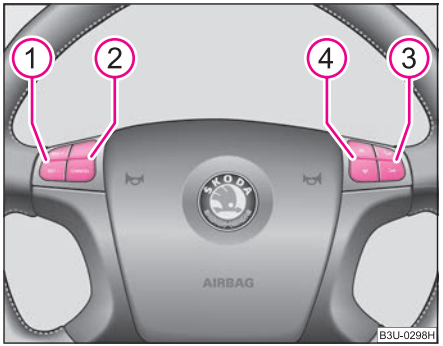

Fig. 127 Multifunction steering wheel: control buttons
The buttons 1, 2, 3 and 4 ⇒ fig. 127 make it possible to operate the main functions of the cruise control system, of the radio and mobile phone. Refer to the more detailed information in the relevant operating instructions.
The cruise control system is operated with the buttons 1 and 2, but on version which is also fitted with mobile phone only by button 1 ⇒ fig. 127.
– After the car has reached the desired speed, briefly press the button 1 ⇒ fig. 127 in the position **SET-**. The car maintains the stored speed without you having to depress the accelerator pedal.
– You can **reduce** the stored speed by pressing the button 1 ⇒ fig. 127 in the position **SET-**. If you press and hold the button, the speed of the car is reduced continuously. Once the car has reached the desired speed, release the button. The set speed is then stored in the memory. ▶
– If you release the button when the car is travelling at a speed of less than 30 km/h, the speed is not stored, the memory is erased. It is then necessary to again store the speed with the button (1) in the position **SET–** after an increase in speed of the vehicle to more than 30 km/hour.
– You can **increase** the stored speed by pressing the button (1) in the position **RES+**. Pressing and holding down the slide switch will cause the speed of the vehicle to be increased continuously. Once the car has reached the desired speed, release the button. The set speed is then stored in the memory.
– On the version not fitted with a mobile phone, the cruise control system is switched off temporarily with the button (2) ⇒ page 137, fig. 127 in the position **CANCEL**, on the version fitted with mobile phone, by pushing the switch (A) into the intermediate position ahead of the position **OFF** ⇒ page 130.
– You can resume the stored speed by pressing the button (1) in the position **RES+**.
The radio is operated with buttons (3) and (4), but on the version fitted with a mobile phone by buttons (2), (3) and (4) ⇒ page 137, fig. 127.